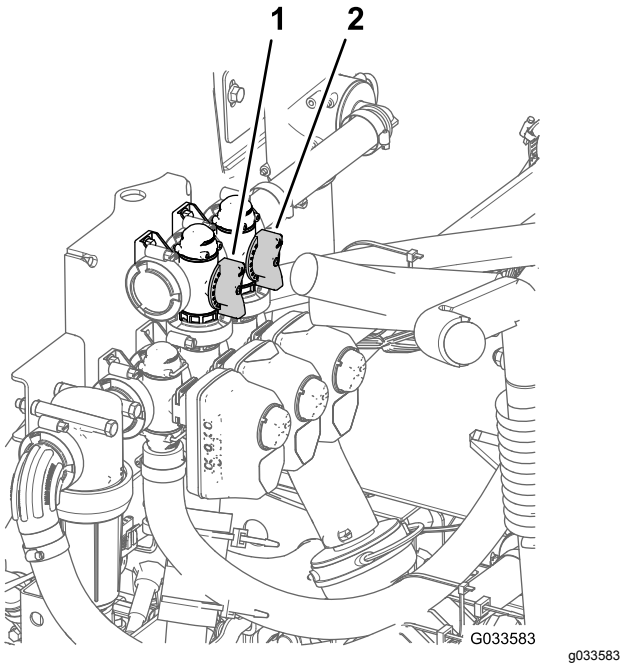

Figur 88
11. Juster omrøringsomløbsventilen (Figur 88) på bagsiden af omrøringsventilen, indtil trykmåleren står på 6,9 bar.
8. Juster grebet til hovedsektionens omløbsventil for at styre omrøringen i tanken (Figur 88).